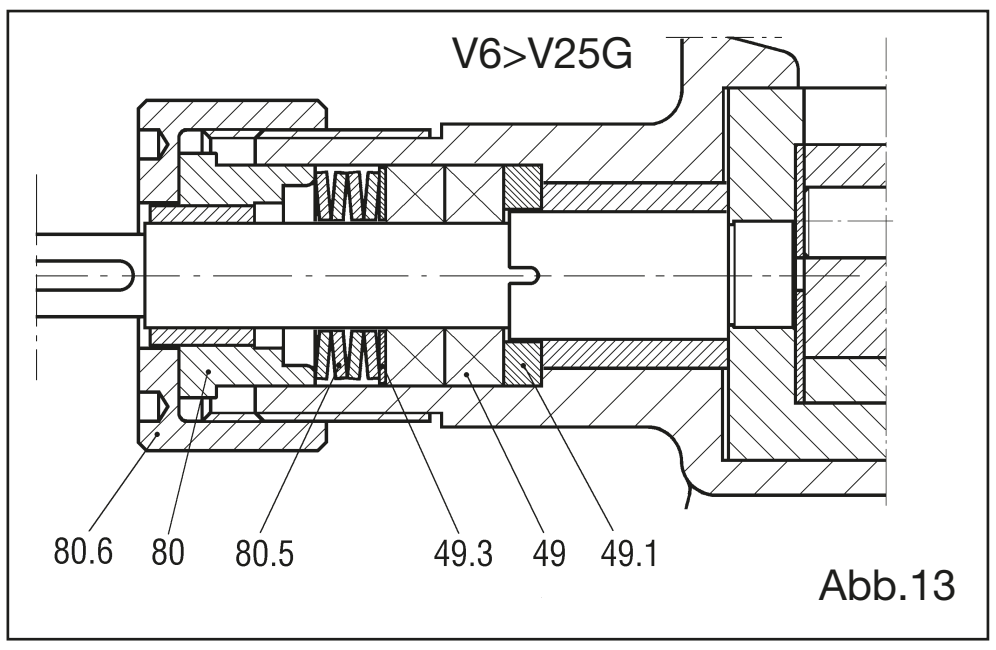

Abb.13
11.6 Entfernung der Packungsdichtung Pumpen aus Guss von V6 bis V25 (Abb. 13)